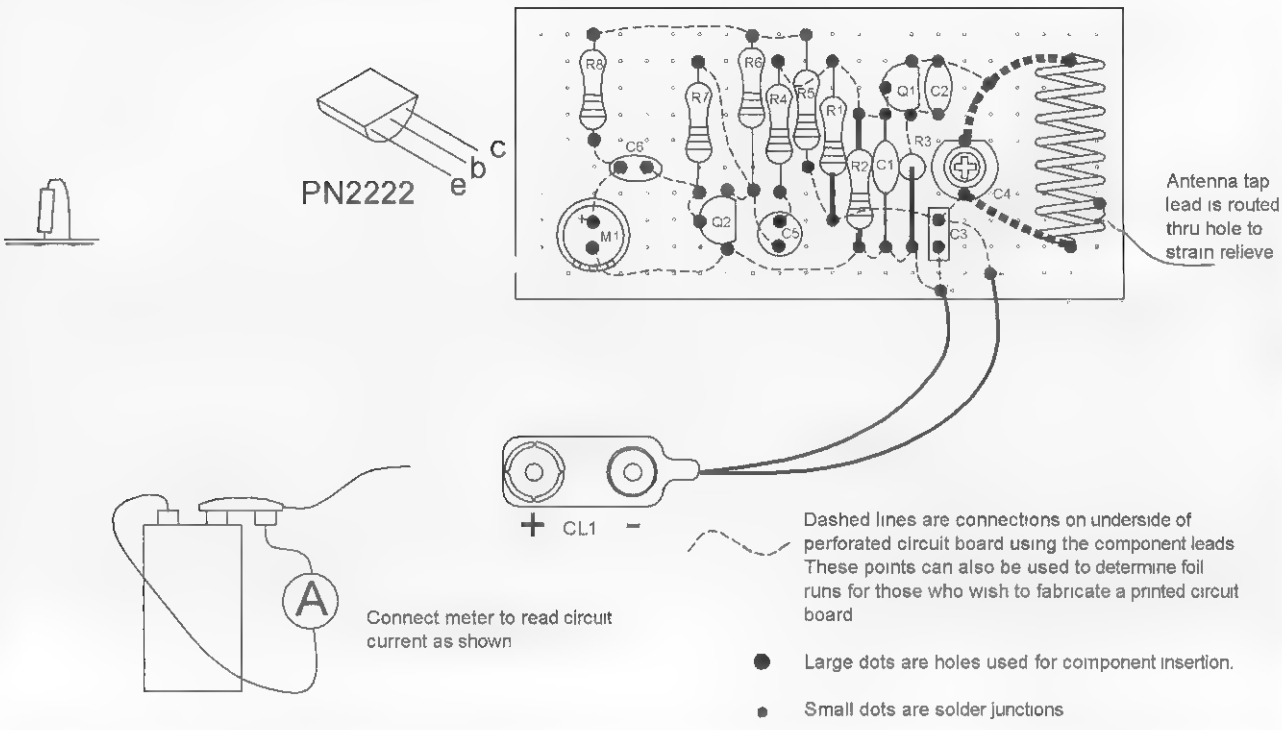

Figure 24-3 *Assembly board*
Assemble the circuit as shown in Figure 24-3.
8. If a multimeter or 50-milliamp meter is available, connect it in series with a battery lead. This can be done by removing one of the fasteners of the clip and connecting the meter to the free contacts, as shown in Figure 24-3. The meter should read 5 to 7 milliamps. Use a short piece of bare wire to touch the coil L1 a turn at a time, starting from the C3 end. Note that as you progress turn by turn away from C3 that the indicated meter current will drop or change.